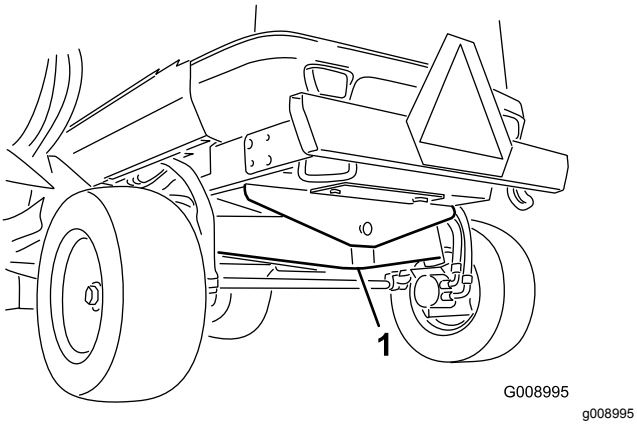

**Figur 82**
1. Främre domkraftspunkt (2)
**Baktill på maskinen** – mitt på axeln (Figur 82)